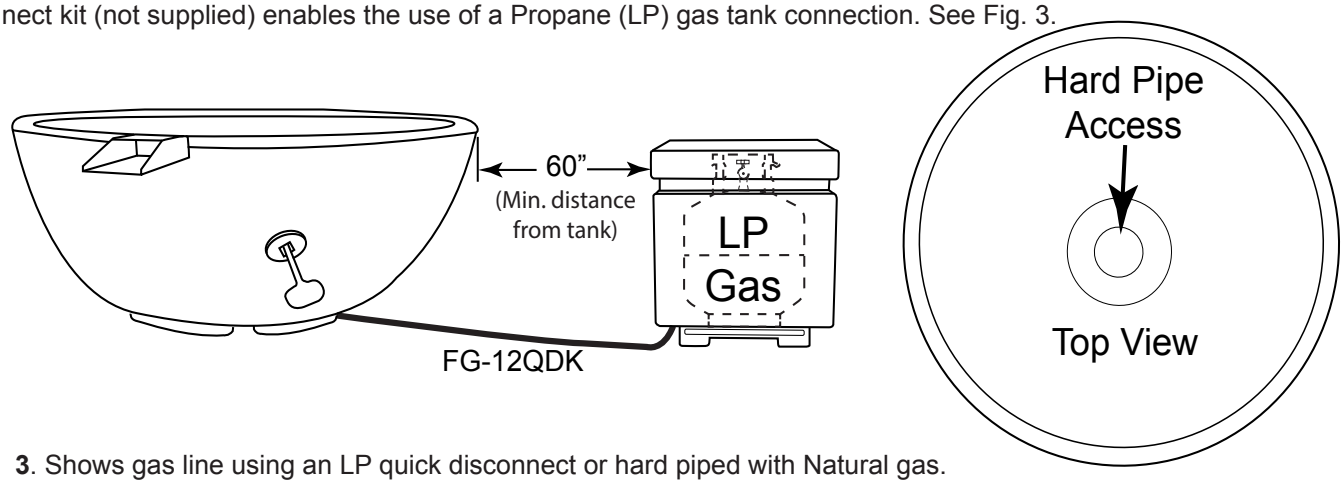

Fig 3. Shows gas line using an LP quick disconnect or hard piped with Natural gas.
The Fire Bowl can be plumbed with either Natural or Propane (LP) gas. See Fig. 3. If you choose to run hard pipe to any Fire Bowl model, enter through center (bottom) of the bowl; protrude pipe no higher than 4" above ground level.
1. Do not place an LP tank inside any fire feature enclosure. Locate all propane (LP) tanks away from the fire feature in an approved separate enclosure. Maintain a minimum of 60" from the Sanctuary Series. Flex line can run through any vent holes. If using Propane gas an FG-LPRK regulator **(not included)**, must be used and a FG-12QDK quick disconnect kit (not supplied) enables the use of a Propane (LP) gas tank connection. See Fig. 3.